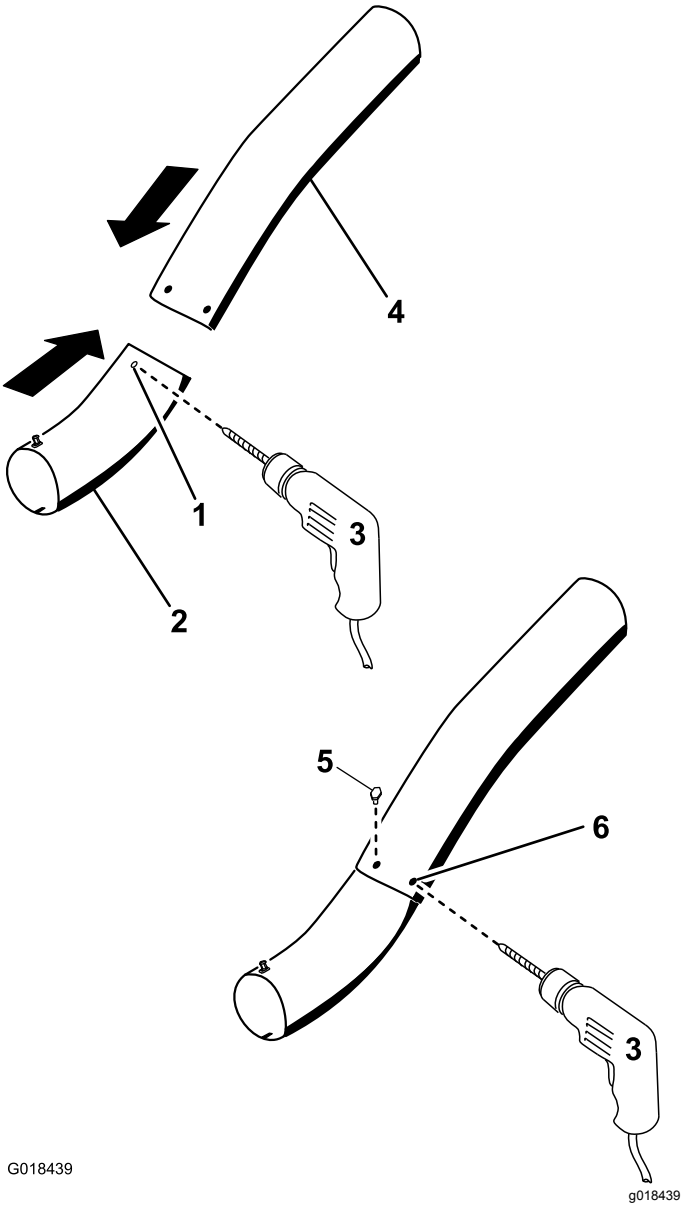

Figur 31
13. Bruk de eksisterende hullene i det øvre røret som mal, bor to hull med 6,5 mm diameter gjennom fordypningene på det nedre røret (Figur 31).
16. Monter skivene (¼ tomme) på boltene (Figur 31).
17. Bruk en sekskantnøkkel til å montere skruene (¼ x ¾ tomme) og skivene (¼ tomme) fra innsiden av det nedre røret og gjennom de eksisterende hullene i det øvre røret (Figur 31).
18. Fest rørene sammen med mutterne (¼ tomme) som vist i Figur 31.